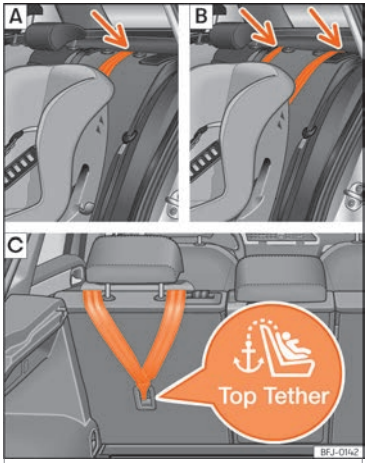
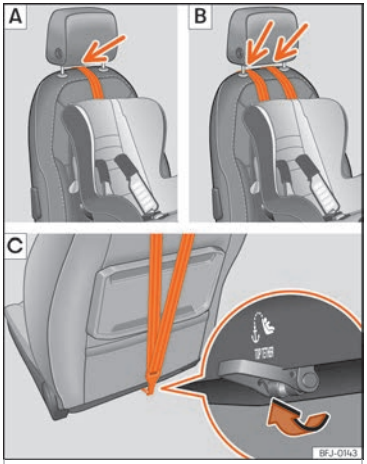

Fig. 28 Sièges latéraux de la seconde rangée : réglage et montage en fonction de la ceinture Top Tether.
Fig. 29 Siège du passager : réglage et montage en fonction de la ceinture Top Tether.
Les anneaux Top Tether se trouvent généralement au dos de la banquette arrière (derrière le dossier ou dans la zone du coffre à bagages) ››› fig. 28. Dans le cas du siège passager, l'anneau est situé sous le dossier du siège ››› fig. 29.
- Placez la courroie sous l'appuie-tête ››› fig. 28 A/B, ››› fig. 29 A/B (en fonction des instructions du siège, relevez ou retirez l'appuie-tête si nécessaire).
- Faites glisser la sangle et fixez-la correctement à l'aide de l'ancrage derrière le dossier ››› fig. 28 C, ››› fig. 29 C.